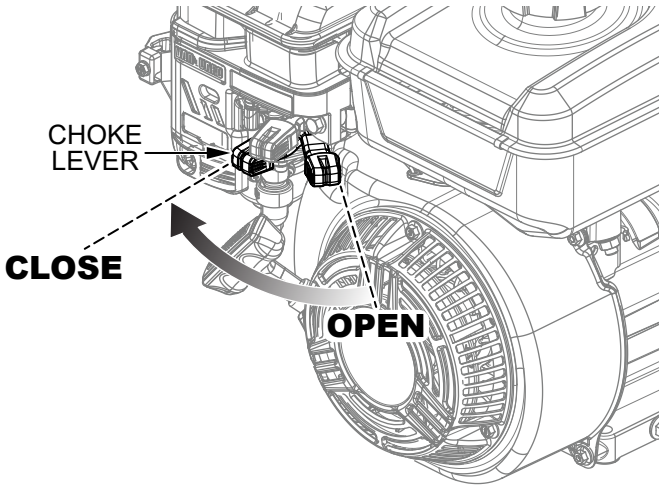

Figure 39. Choke Lever (Closed)
4. If starting a cold engine, place the engine choke lever in the **CLOSED** position (Figure 39).